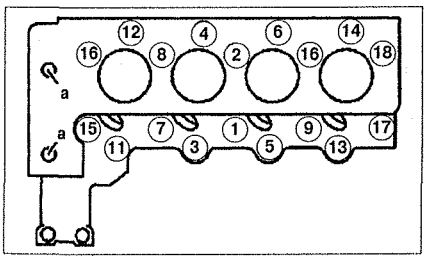

Рис. 4.19. Порядок затяжки болтов крепления головки блока цилиндров
29. Установка производится в порядке, обратном снятию. Замените прокладку **35** головки блока цилиндров и убедитесь, что она установлена на регулировочных пальцах **36** правильно. Порядок затяжки болтов крепления головки блока цилиндров указан на рис. 4.19.